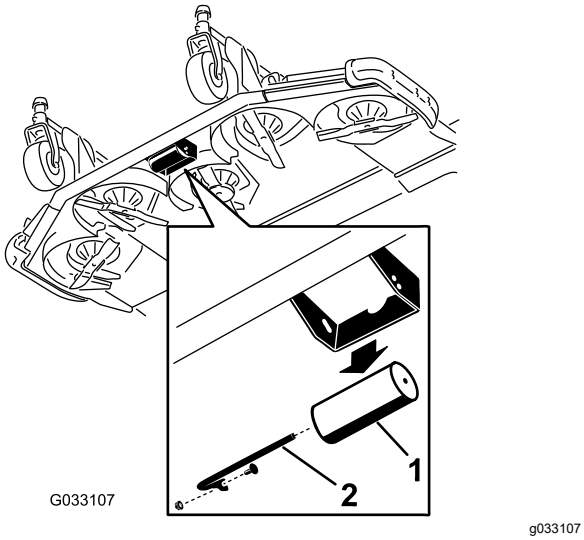

Figuur 26
1. Verwijder de rolas, schroef en moer waarmee de rol vastzit aan de maaidekbeugel (Figuur 26).